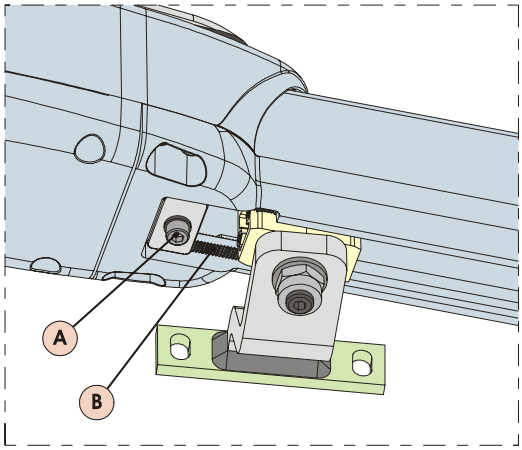

Abb. 17
3) Die Befestigungsschraube Abb. 17 – Bez. A lockern. Es ist nicht erforderlich, die Schraube vollständig abzunehmen.
ACHTUNG: Der mechanische Anschlag arbeitet gekoppelt mit einem Zahnsegment, Abb. 17 Bez. B. Bei Behinderungen während der Bewegung sicherstellen, dass die Kupplung frei ist. KEINE GEWALT ANWENDEN.